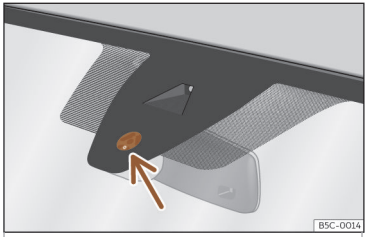

Fig. 98 Superficie sensible del sensor de lluvia.
Las posibles causas de anomalías e interpretaciones erróneas *en la zona de la superficie sensible* ››› **fig. 98** del sensor de lluvia son, entre otras:
- **Limpie regularmente la superficie sensible del sensor de lluvia>>> fig. 98 (flecha) y compruebe posibles daños en las escobillas.**